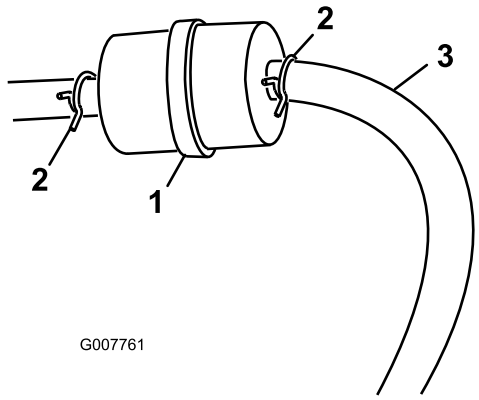

**Figuur 29**
3. Druk de uiteinden van de slangklemmen naar elkaar toe en schuif ze weg van het filter (Figuur 29).
5. Monteer een nieuw filter en schuif de slangklemmen terug tot dicht bij het filter (Figuur 29).
3. Maak de slangklem op het brandstoffilter los en schuif deze over de brandstofslang weg van het brandstoffilter (Figuur 29).
4. Ontkoppel de brandstofslang van het brandstoffilter (Figuur 29).
**Opmerking:** Laat de benzine in een benzineblik of opvangbak lopen (Figuur 29).
5. Plaats de brandstofslang op het filter. Schuif de slangklem dicht op het filter om de brandstofslang vast te zetten (Figuur 29).